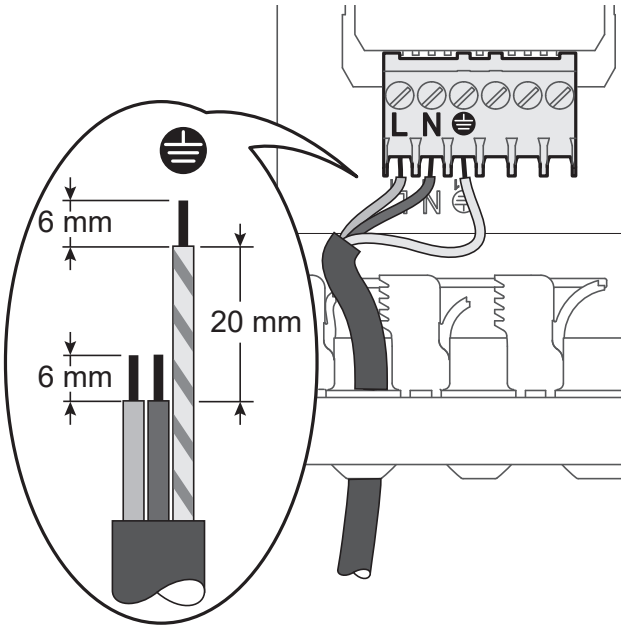

fig. 24 - Alimentation électrique 230 V -50 Hz
- Raccorder le câble d'alimentation (voir *fig. 24*).